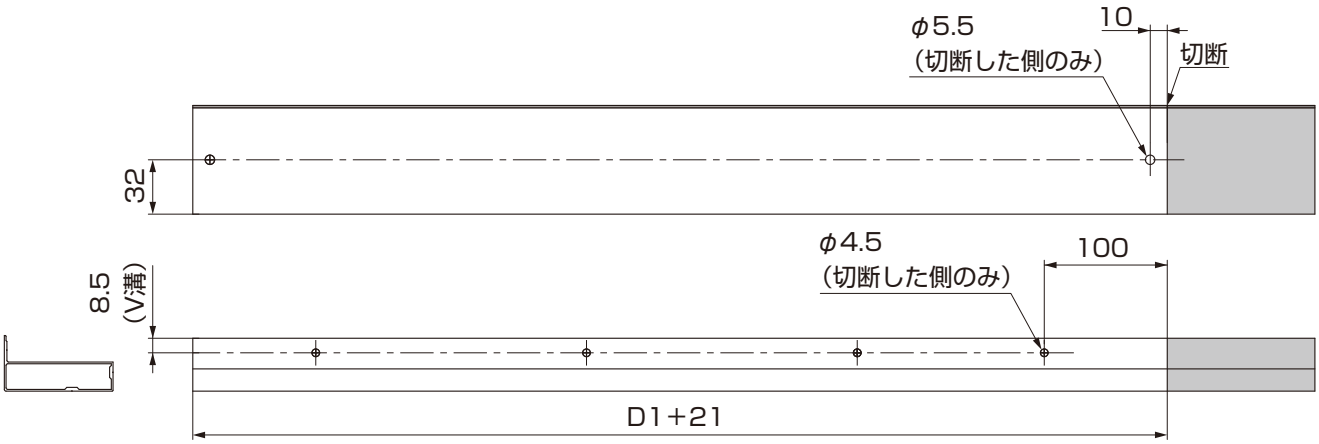

図5-2
②上枠取付材をD1＋21mmで切断してください。（図5-2参照）
③上枠取付材の切断した側にφ5.5およびφ4.5の穴加工をしてください。（図5-2参照）